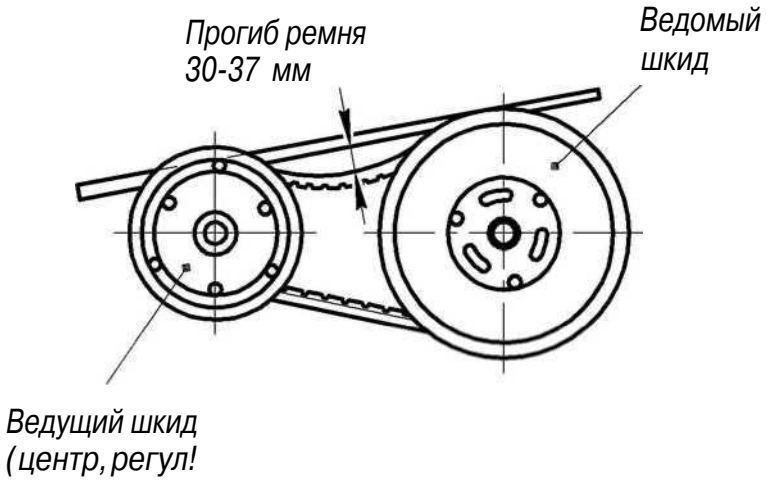

Рисунок 28 - Регулировка натяжения ремня вариатора
- измерить в точке нажатия расстояние между линейкой и ремнем, оно должно быть в пределах от 30 до 37 мм (рисунок 28).